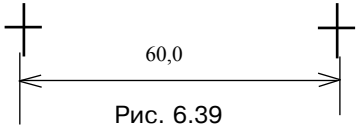

Рис. 6.39
- произведите разметку в соответствии с рис. 6.39;